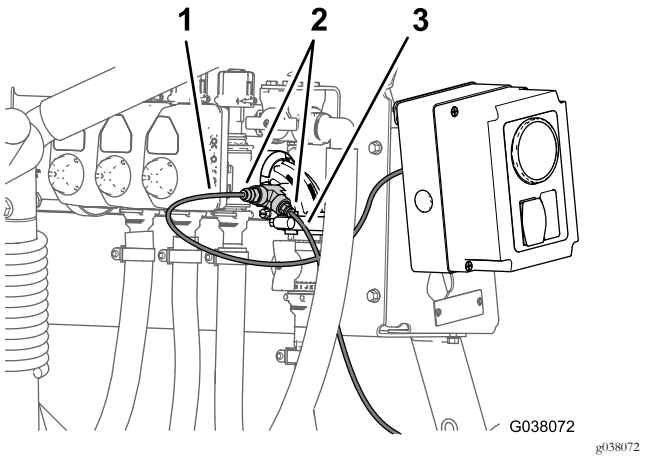

Figuur 125
1. Lijn het uiteinde van de druksensorbuis (plastic) voor de drukmeter in het dashboard uit met de borgkraag voor de buiskoppeling bij de T-fitting (Figuur 125).
2. Druk de sensorbuis in de borgkraag tot de buis niet meer verder kan (Figuur 125).
3. Lijn het uiteinde van de druksensorbuis (plastic) voor de drukmeter in de bedieningskast voor het spuitpistool of de elektrische slanghaspel uit met de borgkraag voor de buiskoppeling bij de T-fitting (Figuur 125).
4. Druk de sensorbuis in de borgkraag tot de buis niet meer verder kan (Figuur 125).